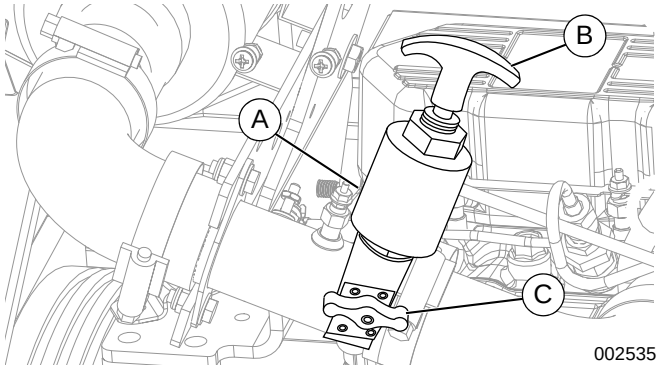

Figure 3-62. Positive Air Shutdown
See ***Figure 3-62***. This unit may be equipped with a positive air shutdown (A) on the air intake. The PAS system automatically stops the engine if an overspeed is detected. Engine overspeed can occur if the atmosphere contains elevated levels of combustible propane or natural gas.